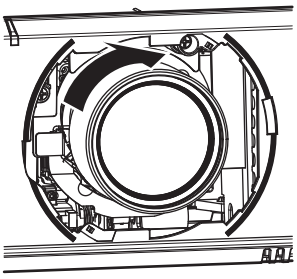

**Figura 2**
**2) Gire la lente de proyección en el sentido de las agujas del reloj hasta que haga clic. (Figura 2)**